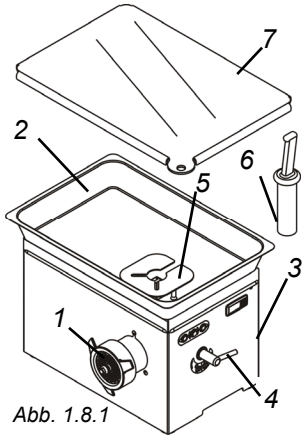

Abb. 1.8.1
5. **Schutzgitter.** Der Trichter des Modells ist mit der Schutzvorrichtung "2" Abb.1.8.1 ausgestattet, die fest befestigt ist, in Übereinstimmung mit des Rundschreiben des Arbeitsministeriums und der Sozialversicherung, Nr. 66 vom 05.09.79. Auf Grund der reduzierten Maße des Einfüll-Mundstücks benötigen kleinere Modelle keine derartige Schutzvorrichtung.